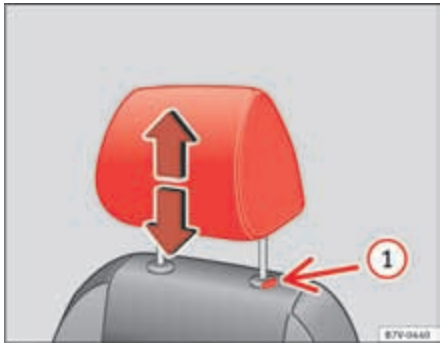
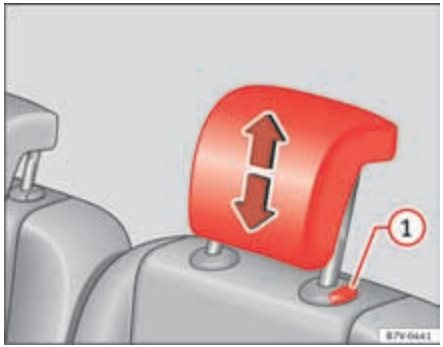

Fig. 90 Adjusting the front head restraints.
Fig. 91 Adjusting the rear head restraints.
- Push the head restraint up or down in the direction of the arrow with the button pressed ⇒ fig. 90 (1) or ⇒ fig. 91 (1) ⇒ ⚠.